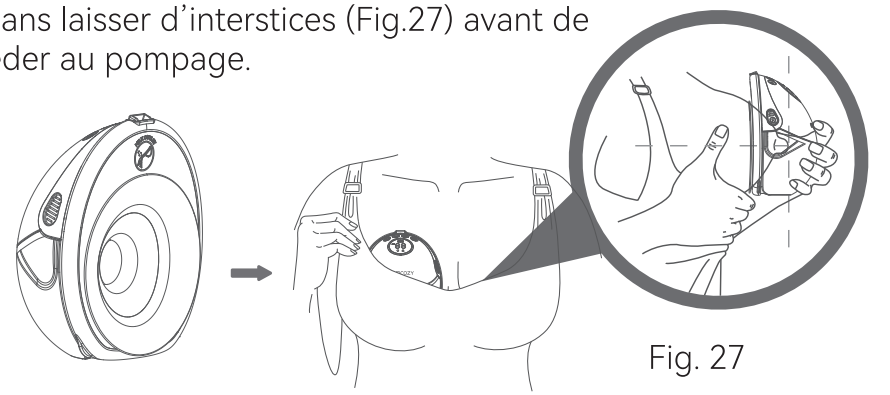

Fig. 27
a. Assurez-vous que le tire-lait est fermement pressé contre votre sein sans laisser d'interstices (Fig.27) avant de procéder au pompage.